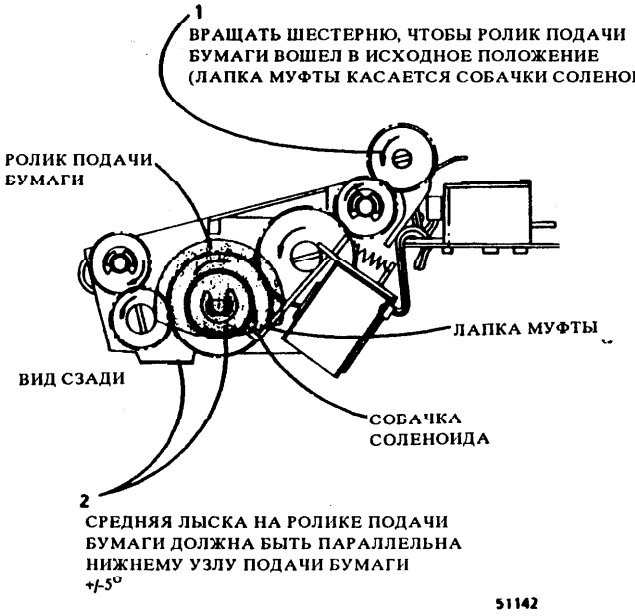

Рис. 1 Проверка соосности исходного положения ролика подачи бумаги
2. (Рис. 1): выверить исходное положение ролика подачи бумаги. Если нужно, выполнить регулировку.